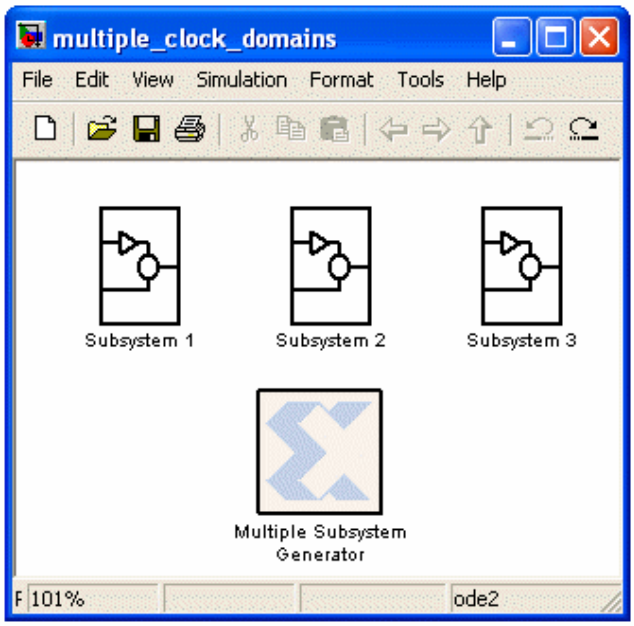
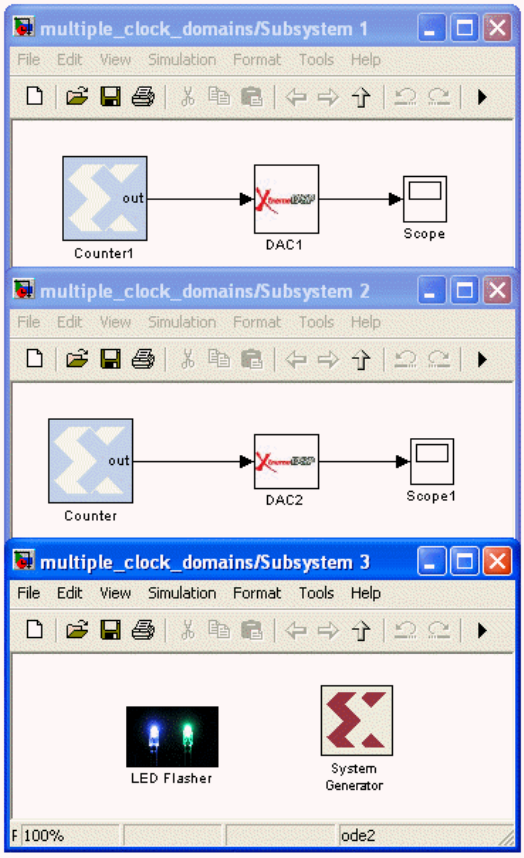
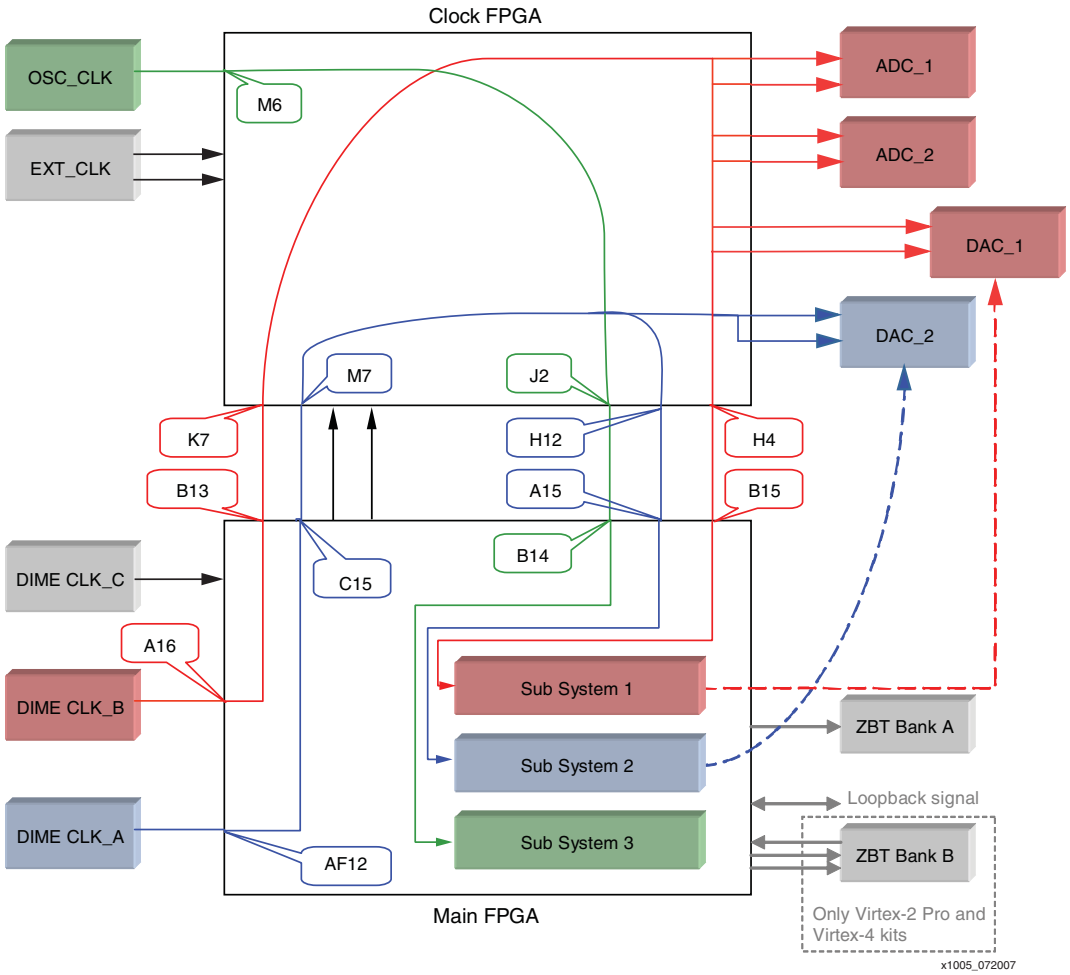

*Figure 28:* **Multiple Clock Domain System Generator for DSP Design Shows How to Use the Different Clocks in one System Generator for DSP Design**
*Figure 29:* **Contents of Three Subsystems in Figure 28 Correspond to Subsystems Used to Describe the Routing for Example Shown in Figure 30**
*Figure 30:* **Clock Routing for Example 5**
**Description**: This example shows how to use a System Generator for DSP design with multiple subsystems where each one is clocked by a different clock resource on the kit. In the example, a multiple clock domain System Generator for DSP design was used to show how to use multiple clocks available on the kit in a single System Generator for DSP design. The design model is shown in Figure 28. Note that the paths to route the DIME clocks to the clock FPGA should be added manually as described previously in the "Manually Creating Clock Routing Paths for the DIME Clocks" section. Each subsystem in Figure 28 contains a System Generator for DSP token for which the clock input pins were set to match the clock routing diagram shown in Figure 30. The contents of each subsystem is shown in Figure 29.
**Clock routing**: See Figure 30.